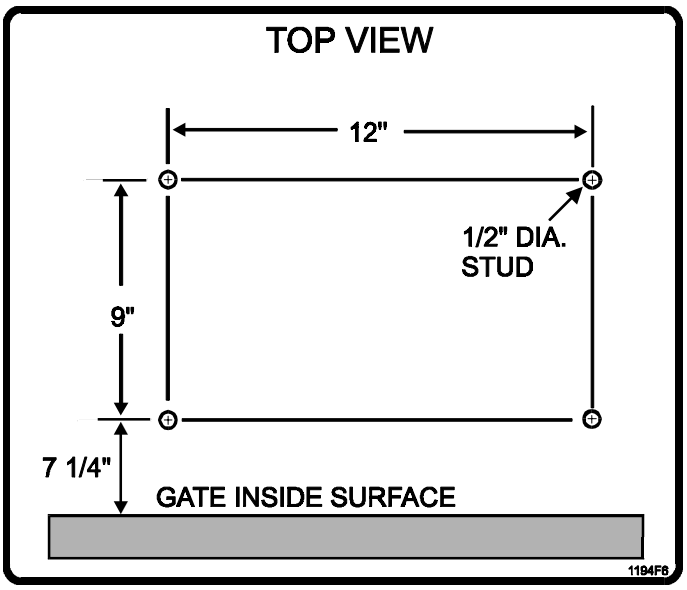

Figure 5. Bolt Down Pattern.
3. Four anchor bolts are required to secure the gate operator to the pad. The mounting holes in the gate operator are 5/8” in diameter. ½” x 3 ½” Red Head bolts are recommended (Figure 5).